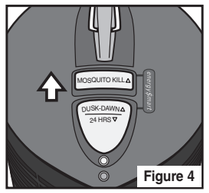

Figure 4
6. The BK500 has the advanced option of Mosquito Kill Mode. To set in Mosquito Mode slide the smaller gray button up so that it is aligned with the ***energy$mart***™ marking **(Figure 4)**. Setting the unit in Mosquito Mode will activate the interval light cycling to increase the mosquito kill.